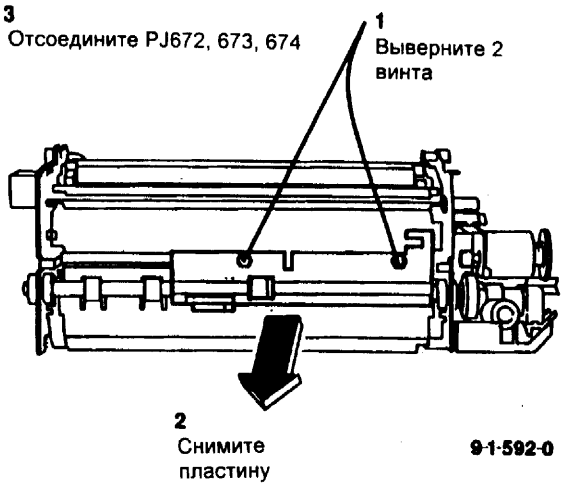

Рис. 2 Снятие узла крепления датчика
2. (Рис. 2) Снимите узел крепления датчика.